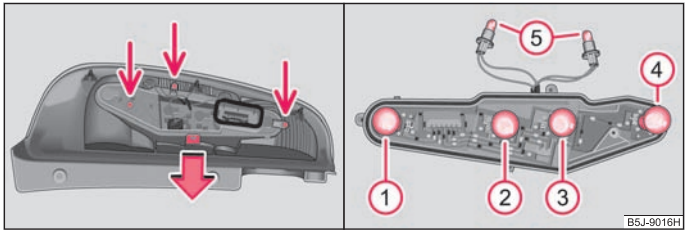

Fig. 171 Remove the middle part of the light / Fitting position of the bulbs
- Unscrew the middle part of the light and slacken the interlock in order to reach the bulbs ⇒ fig. 171.
- To replace the bulb of the parking light, turn the fixture of the bulb (5) to the left up to the stop (in the direction of the arrows on the housing) and take the fixture out of the housing ⇒ fig. 171 on the right.
- Screw the middle part of the light onto the housing ⇒ fig. 171.
Fitting position of the light bulbs in the rear light unit ⇒ fig. 171 on the right.